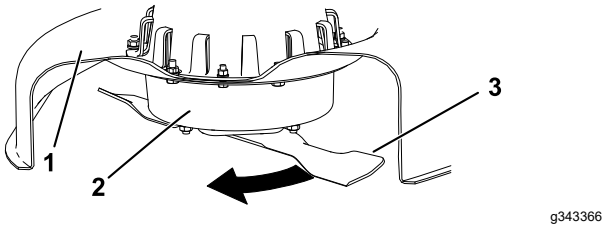

Figur 29
2. Ta på tykke arbeidshansker eller annet hensiktsmessig håndvern og sakte roter kniven som skal måles, til en stilling som gjør det mulig å måle avstanden mellom kniveggen og den plane overflaten maskinen står på (Figur 29).